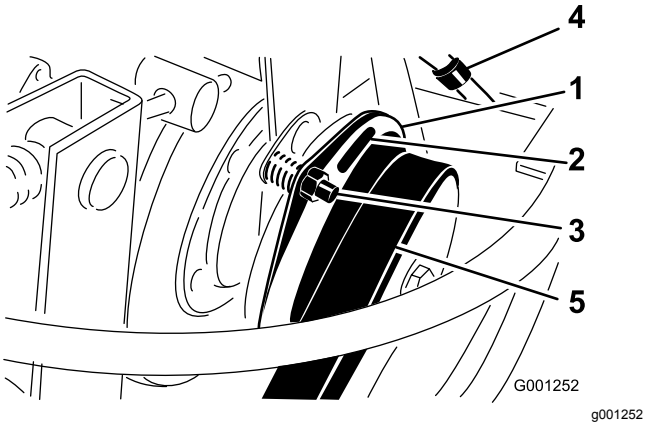

Figur 77
3. Justera luftgapet så att ett 0,4 mm bladstål kan föras in mellan kopplingskanten och friktionsplattan med lätt tryck (Figur 77).
Obs: Du kan minska gapet genom att vrida på justerskruven medsols (Figur 77). Det maximala servicegapet är 0,7 mm. Justera alla tre luftavstånden.